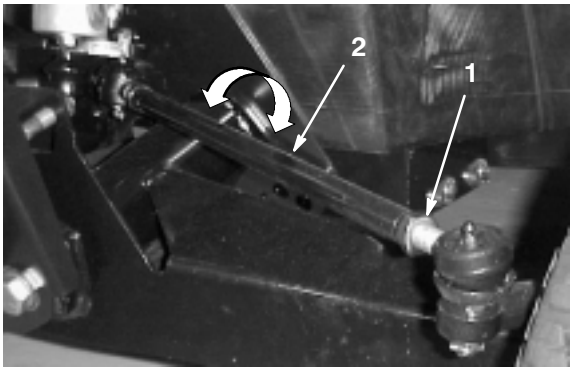

Figure 28
2. To adjust, loosen jam nuts at both ends of tie rods (Fig. 28).